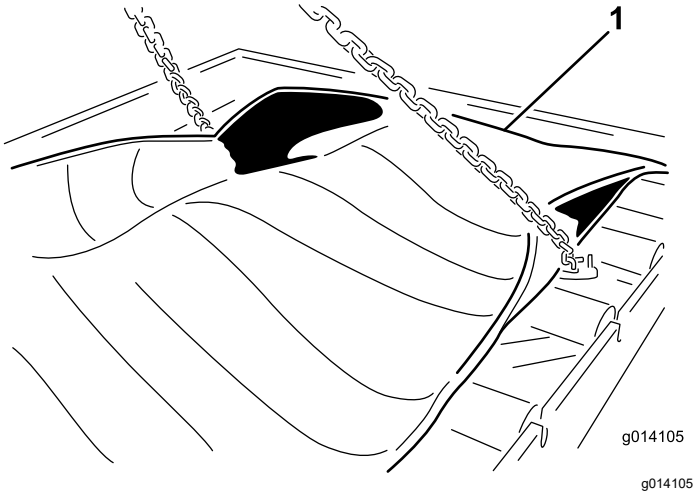

**Rysunek 54**
23. Wykręć 24 śruby, aby uwolnić wkład (Rysunek 54).